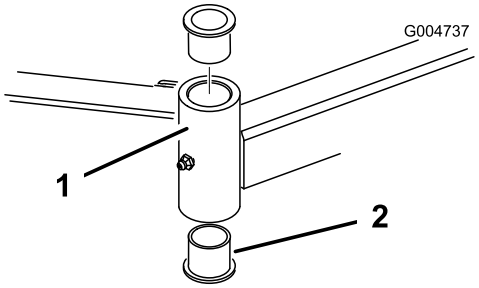

Figura 81
4. Introduza um punção para cavilhas na zona superior ou inferior do tubo de montagem e retire o casquilho para fora do tubo (Figura 81). Retire igualmente o outro casquilho do tubo. Limpe o interior dos tubos para remover a sujidade.